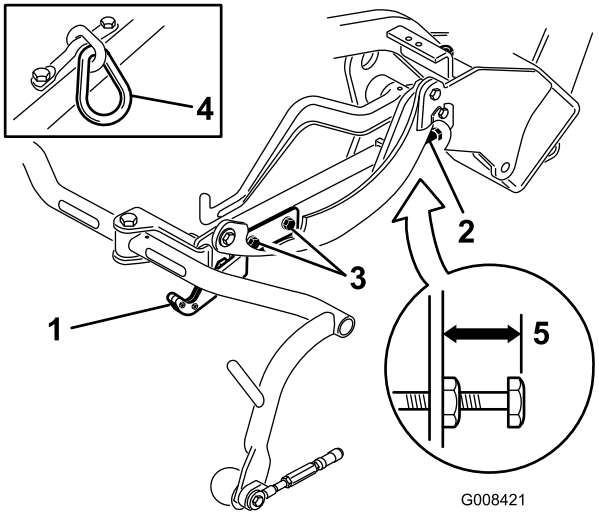
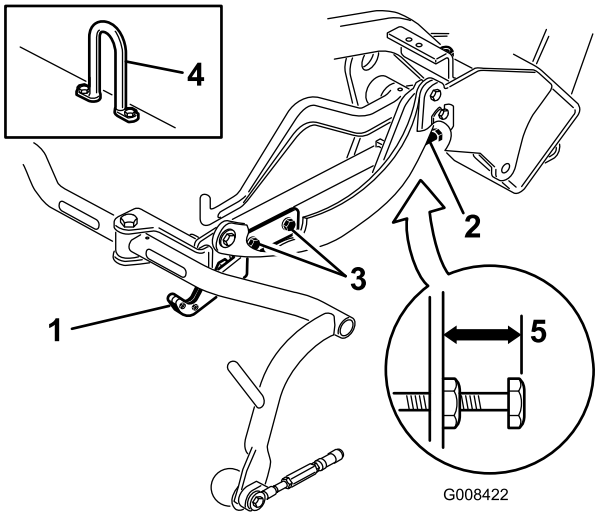
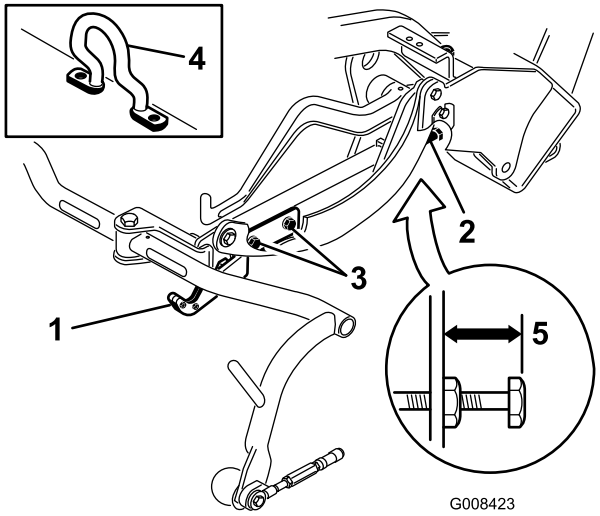

Figur 13
Figur 14
Figur 15
Kontroller, og juster om nødvendigt transporthøjden (Figur 13 og Figur 14).
2. På klippeenheder med et kædeled eller en lige løftekrog (Figur 13 og Figur 14, indsat) skal det kontrolleres, at afstanden fra toppen af bærerrammens justeringsskrue til bagsiden af bærerrammen er 22 mm. Fortsæt til trin 4, hvis afstanden ikke er 22 mm. Hvis klippeenheden er udstyret med et forskudt løfteled (Figur 15), skal du gå videre til næste trin.
3. På klippeenheder med en forskudt løftekrog (Figur 15, indsat) skal det kontrolleres, at afstanden fra toppen af bærerrammens justeringsskrue til bagsiden af bærerrammen er 25 mm. Fortsæt til trin 4, hvis afstanden ikke er 22 mm.
4. Løsn transportpladens monteringsskruer (Figur 13, Figur 14 og Figur 15).
7. Hvis bærerrammerne ikke har den samme højde, skal du løsne kontramøtrikken på bærerrammen, der justerer skruen (Figur 13, Figur 14 og Figur 15). Drej skruen udad for at hæve og indad for at sænke dem. Spænd kontramøtrikken, når den rette højde er opnået.